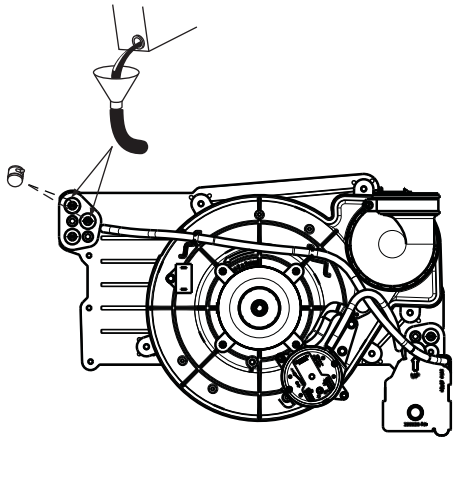

Fig. 63 - Priming Condensate Trap
4. Remove the top unused rubber plug from the port on the collector box opposite the condensate trap. See Fig. 63.
9. Remove the middle unused rubber plug from the port on the collector box opposite the condensate trap. See Fig. 63.